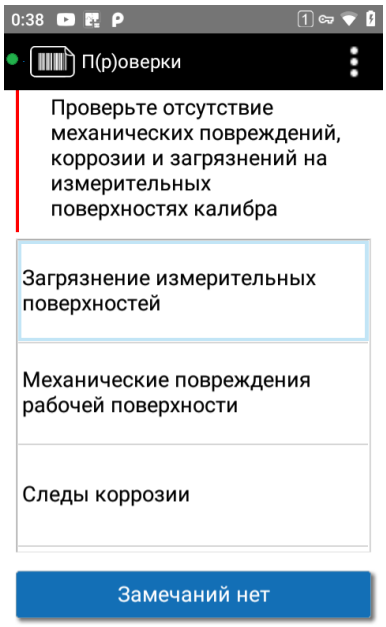
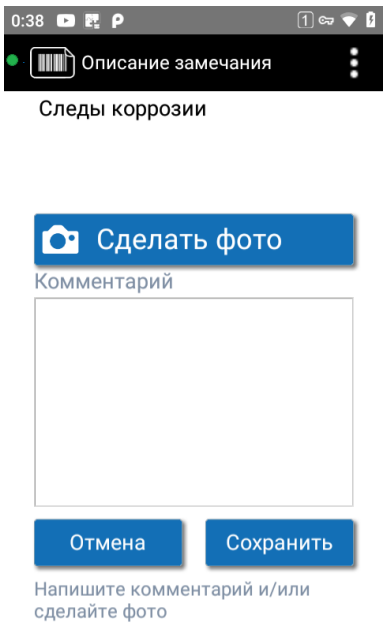

Рисунок 134. Проверка и список возможных замечаний
Рисунок 135. Описание замечания
3. Откроется описание проверки и список возможных замечаний (см. Рисунок 134). Если замечаний нет, нажмите «Замечаний нет». Если есть – нажмите на замечание, напишите комментарий и/или сделайте фото и нажмите «Сохранить» (см. Рисунок 135).